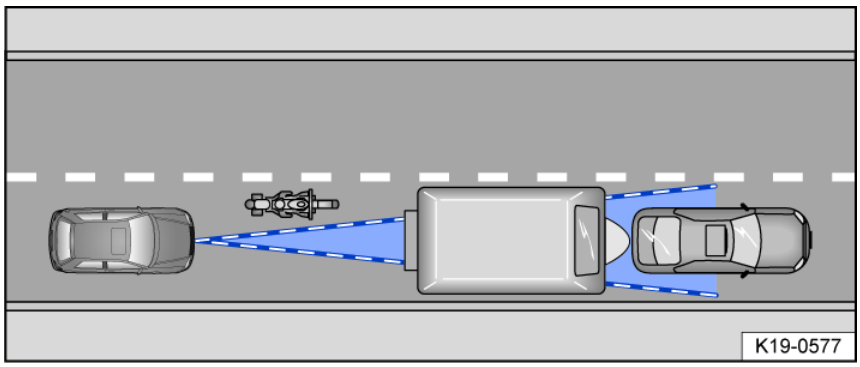

Fig. 98 Narrow vehicle.
- If there are vehicles that are driving close to your vehicle but outside the sensor range, such as motorcycles *fig. 98*.